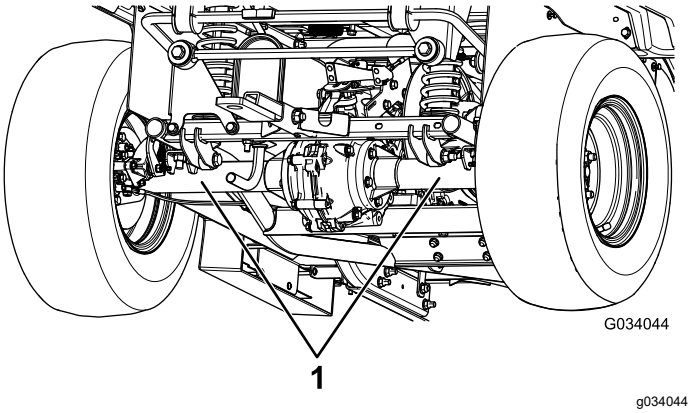

Figur 24
- Løftepunktet bak på maskinen er under akselrørene (Figur 24).